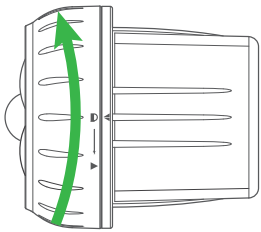

Figura 3
3. Alinee las ▲ marcas y luego gire la cubierta delantera en el sentido de las agujas del reloj hacia la posición de bloqueo 🔒, como se muestra abajo, para asegurar el compartimiento de las baterías (ver **Figura 3**).
3. Dentro de los siguientes 25 segundos, luego gire la cubierta delantera en el sentido de las agujas del reloj hacia la posición de bloqueo ▬ para asegurar el compartimiento de las baterías (vea **Figura 3** en la página anterior). La melodía del canal del sensor suena junto con el indicador LED correspondiente al canal del sensor que parpadea en el receptor de alarma interior para confirmar una vinculación correcta.